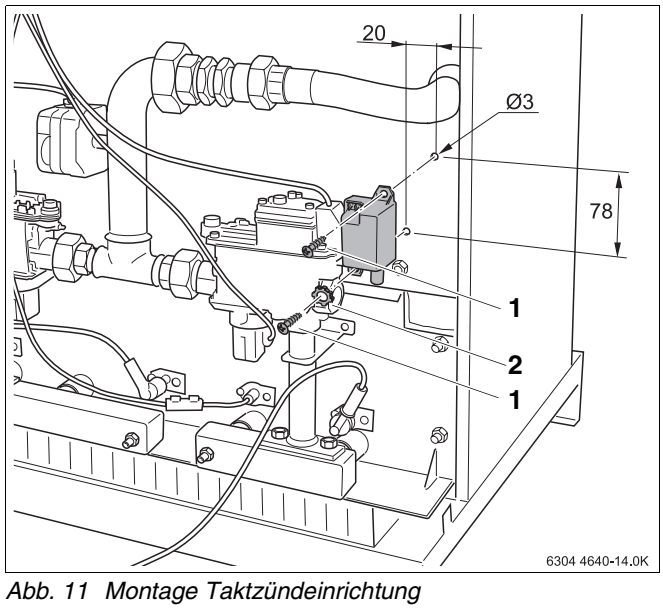

Abb. 11 Montage Taktzündeinrichtung
- Zwei Löcher (Ø 3 mm) für die Taktzündeinrichtung durch die Vorderwand bohren (siehe Abb. 11).
- Taktzündeinrichtung mit beigelegten Schrauben (Abb. 11, **Pos. 1**) und an die Vorderwand schrauben. Die Schraube für die Bohrung der Taktzündeinrichtung mit Metallring mit der Zahnscheibe (Abb. 11, **Pos. 2**) versehen.